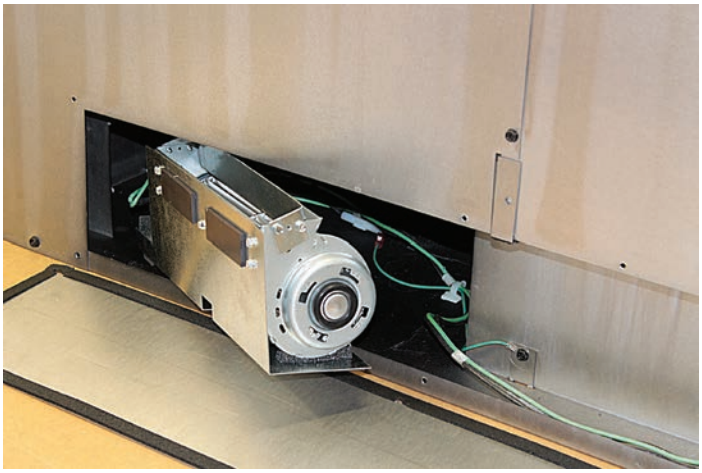

Figure 4
6. Commencez l'installation du ventilateur gauche au bas du foyer. Une fois que le ventilateur est environ à moitié rentré, fixez le câblage dans les serre-câbles en plastique blanc fournis dans le foyer. **Voir la figure 4.**